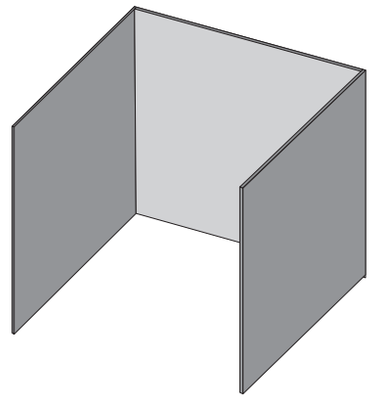

Fig. 1
- L'appareil est considéré comme étant à l'extérieur s'il est installé dans un abri avec des murs sur trois côtés mais sans couverture. **(Fig 1).**